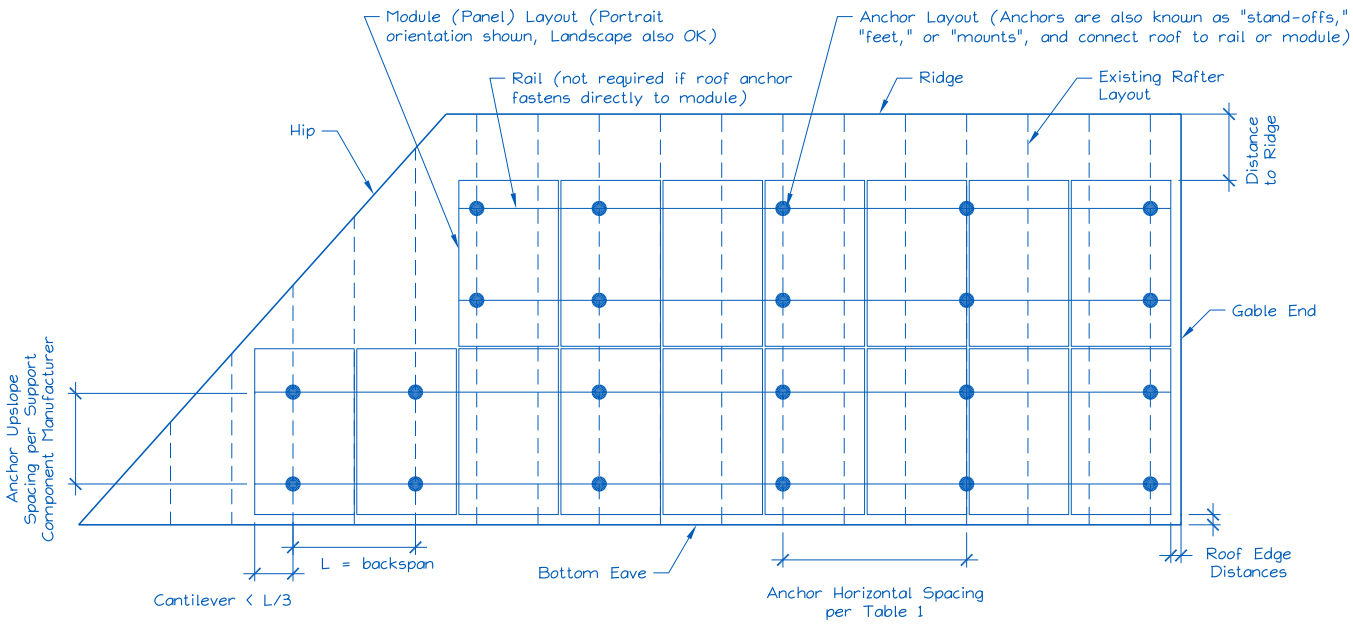

Figure 2. Sample Solar Panel Array and Anchor Layout Diagram (Roof Plan).
E. Is a roof plan of the module and anchor layout attached? (see Figure 2) ☐ Y ☐ N
1) Proposed anchor horizontal spacing (see Figure 2): ____' - ____"ft-in
1. Anchors are also known as “stand-offs”, “feet”, “mounts” or “points of attachment”. Horizontal anchor spacing is also known as “cross-slope” or “east-west” anchor spacing (see Figure 2).